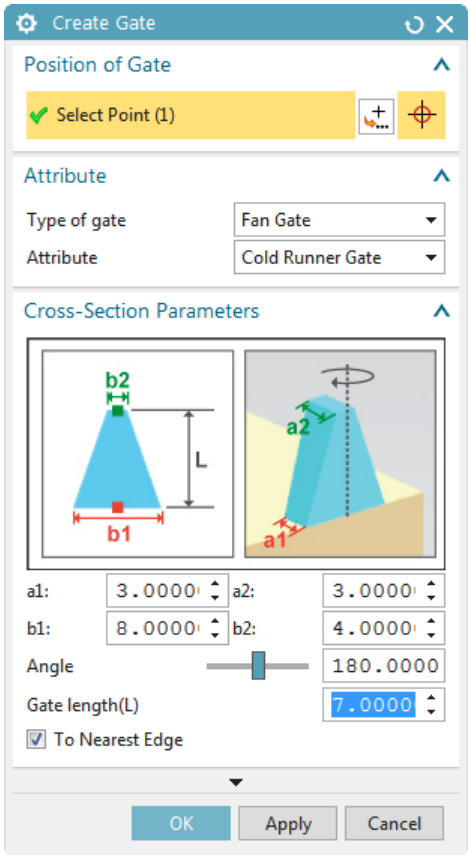

*Figure 2-16 The **Create Gate** dialog box*
If you need to change the dimensions of the gate then change the values in a1, a2, b1, b2, angle and gate length(L) edit boxes from the **Cross-Section Parameters** rollout, refer to Figure 2-16.